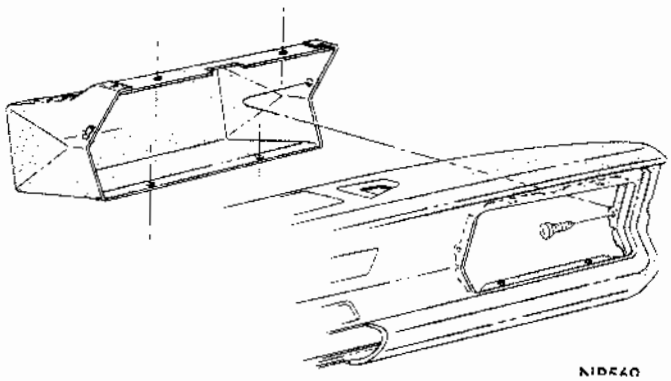

Fig. 1 - Glove Box - Dart
The glove box is a one piece folded type (Figs. 1, 2 and 3).
(2) Remove screws attaching box to top and side areas of opening (Fig. 1, 2 and 3).
(3) Remove glove box from under and to rear of instrument panel.